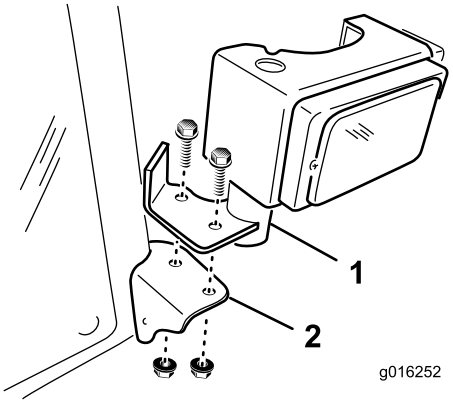

Figur 6
1. Montera den högra strålkastarenheten på strålkastarfästet på hyttens främre vänstra hörn med hjälp av två 3/8 x 1 tum flänsskruvar och 3/8 tum flänsmuttrar (Figur 6).